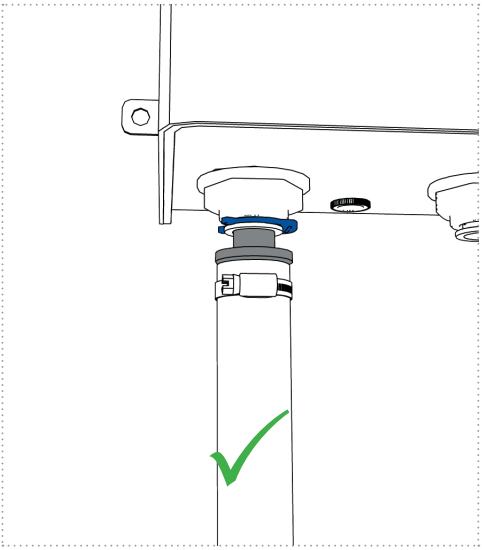

Abbildung 12a
5. Überprüfen Sie alle Verbindungen auf korrekten Sitz und eine spannungsfreie Anbindung an die UV-Einheit (*Abbildung 12a und 12b*).